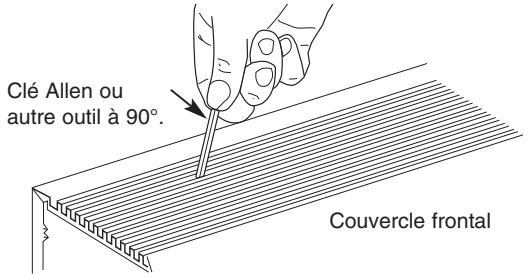

Fig. 6
2. Le nettoyage de l'intérieur du radiateur nécessite d'enlever son couvercle frontal. Pour enlever le couvercle frontal, désengagez d'abord le verrouillage par emboîtement du haut de l'arrière. Utilisez un outil de forme en L, comme une clé Allen, pour soulever sous les lames entre la rangée arrière de fentes (Voyez la Figure 6). Commencez à n'importe quelle extrémité et levez le couvercle frontal jusqu'à ce que la tension dessus le sépare du coffret. Continuez de vous déplacer sur la longueur du radiateur jusqu'à ce que le couvercle soit retiré.